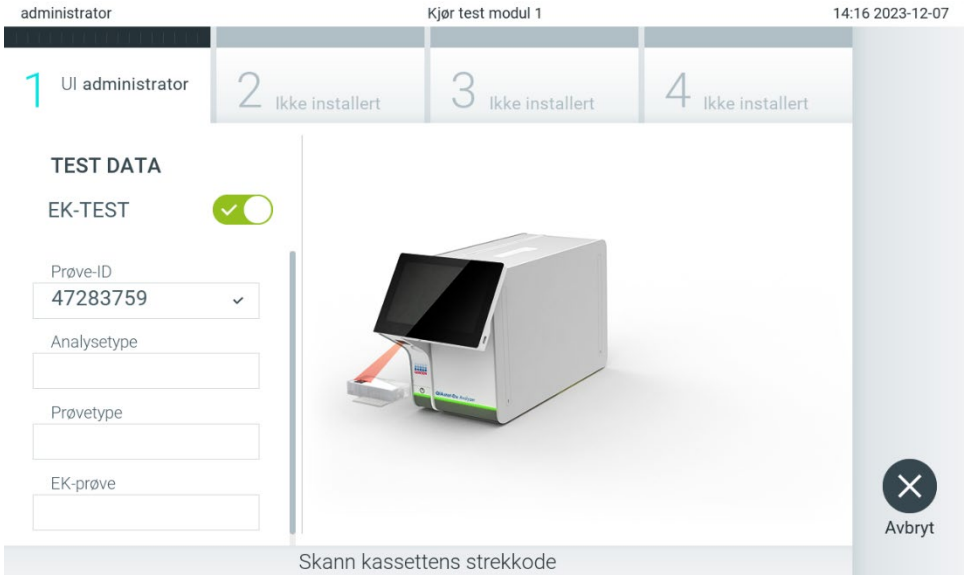

Figur 93. Skanne strekkoden på analysekassetten til QIAstat-Dx.
4. Når du blir bedt om det, skanner du strekkoden på analysekassetten til QIAstat-Dx som skal brukes. QIAstat-Dx Analyzer 2.0 gjenkjenner automatisk den analysen som skal kjøres, basert på strekkoden på analysekassetten til QIAstat-Dx (figur 93).